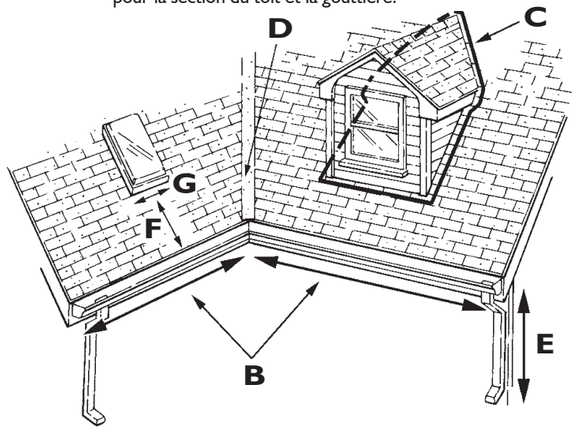

Figure B-3. Mesure du toit
ÉTAPE 1. Pour chaque section figurant au Tableau B-5, mesurer les dimensions requises (voir Figure B-1 à la page 43 et Figure B-3) et calculer la longueur de câble. Additionner la mesure de chacune des « sections » afin de déterminer la longueur totale de câble qui sera nécessaire.